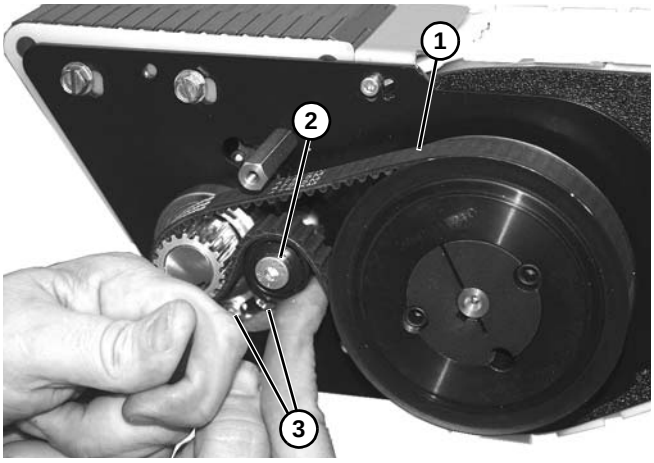

Figure 125
- On drive end, route and install belt **(Figure 125, item 1)** as shown. Press upward on tensioner **(Figure 125, item 2)** and tighten two hex head screws **(Figure 125, item 3)**